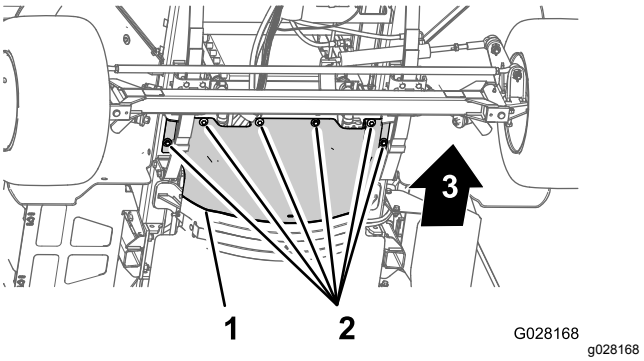

Figur 57
3. Ta bort de sex sexkantsskruvarna och sex brickorna som fäster den främre värmeskölden till chassit och ta bort skölden (Figur 57).